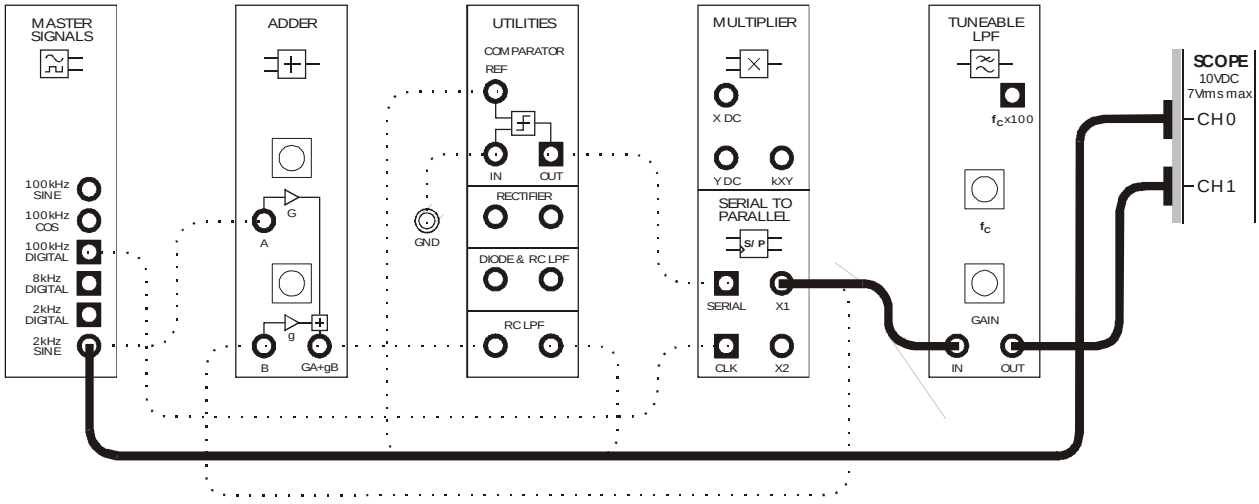
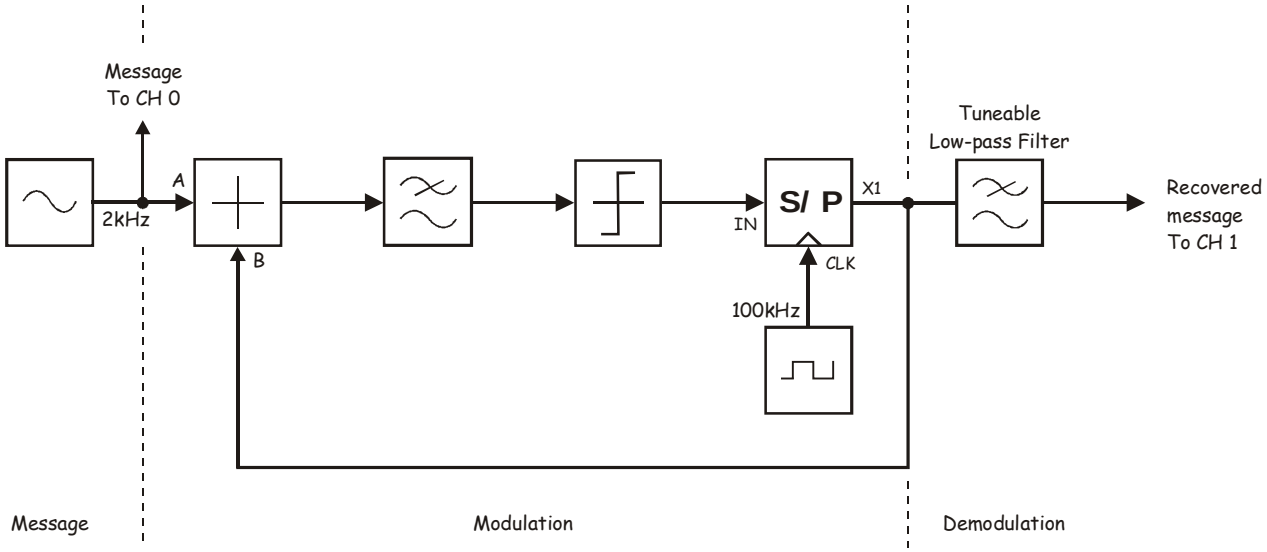

Figure 11
Figure 12
25. Modify the set-up as shown in Figure 11 below.
The entire set-up including the modification in Figure 11 can be represented by the block diagram in Figure 12 below. The Tuneable Low-pass Filter module is used to demodulate the delta-sigma signal and recover the 2kHz message.